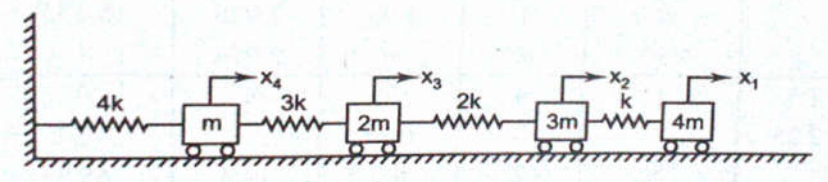

Fig. 5
4. Using Holzer method, determine the natural frequencies of the system shown in Fig. 5.